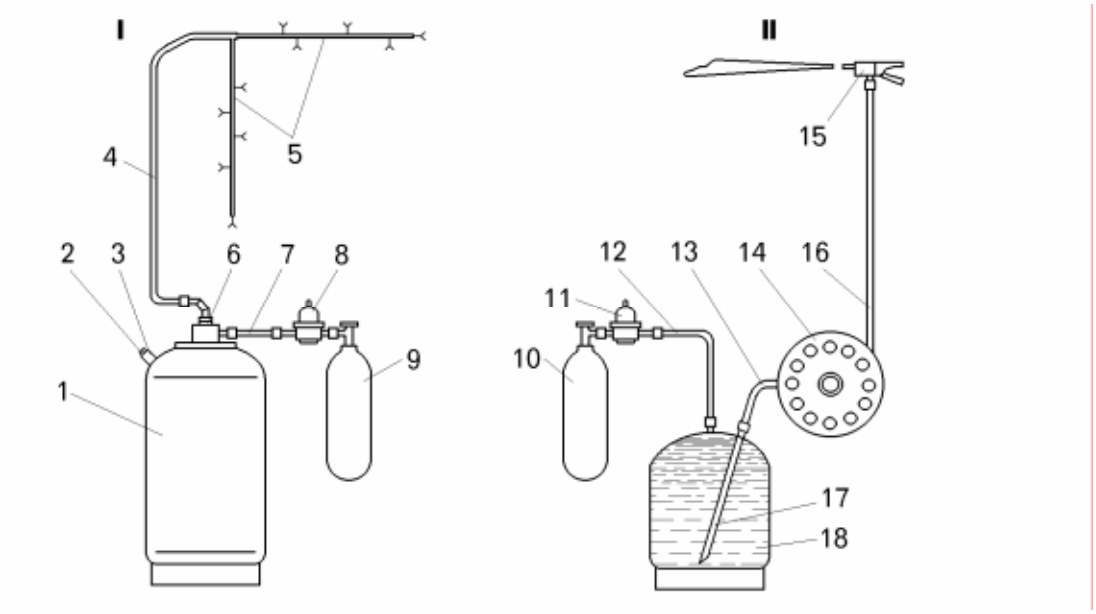
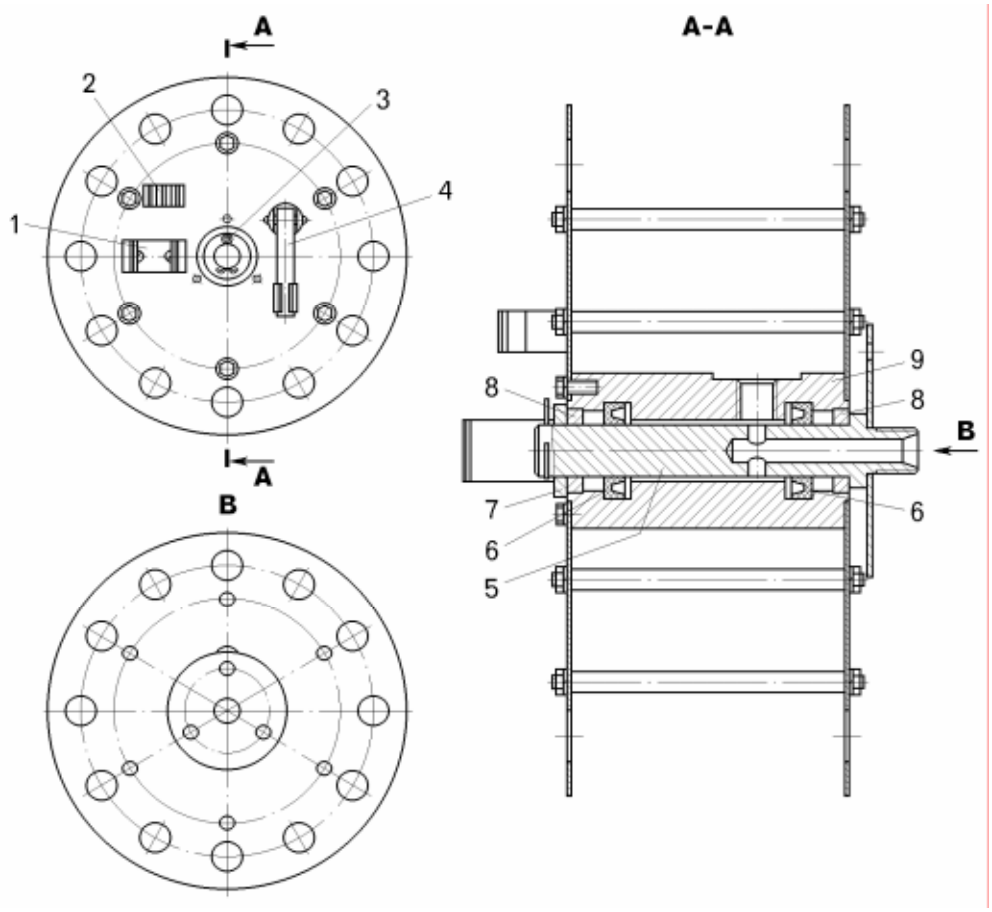

Рисунок 16.1 — Система комбинированного пожаротушения:
Рисунок 16.3 — Барабан растворной линии:
Система пожаротушения состоит из двух независимых линий – порошковой **I** (рисунок 16.1) и растворной **II**, которые могут быть включены как одновременно, так и раздельно. Порошковая линия служит для тушения пожара в двигательном отсеке, топливном и масляном баках. Растворная линия служит для тушения пожара в местах, находящихся вне зоны защиты порошковой линии и в местах повторного возгорания.
– отсоединить редукторы 8 или 11 (смотри рисунок 16.1) от баллонов 9 или 10;
– отсоединить редуктор 8 (смотри рисунок 16.1) от баллона 9;
– отсоединить редуктор 11 (смотри рисунок 16.1) от газового баллона 10;
– извлечь шплинт 3 (рисунок 16.3) из отверстия оси барабана 5 и снять шайбу 7;
– снять барабан 14 (смотри рисунок 16.1) вместе с рукавом 16 и запорным устройством 15 с оси 5 (смотри рисунок 16.3);
– отсоединить рукав 16 (смотри рисунок 16.1) от запорного устройства 15;
– смазать ось барабана 5 (смотри рисунок 16.3) смазкой Литол-24 и установить на нее барабан;